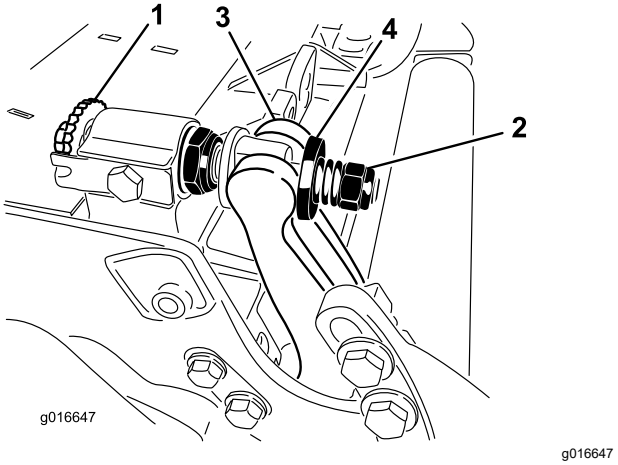

Rysunek 34
1. Obróć śruby regulacyjne listwy noża dolnego w lewo w celu odsunięcia noża dolnego od wrzeciona (Rysunek 34).
2. Odkręcaj nakrętkę naciągu sprężyny do momentu, gdy podkładka nie będzie już dociśnięta do listwy noża dolnego (Rysunek 34).